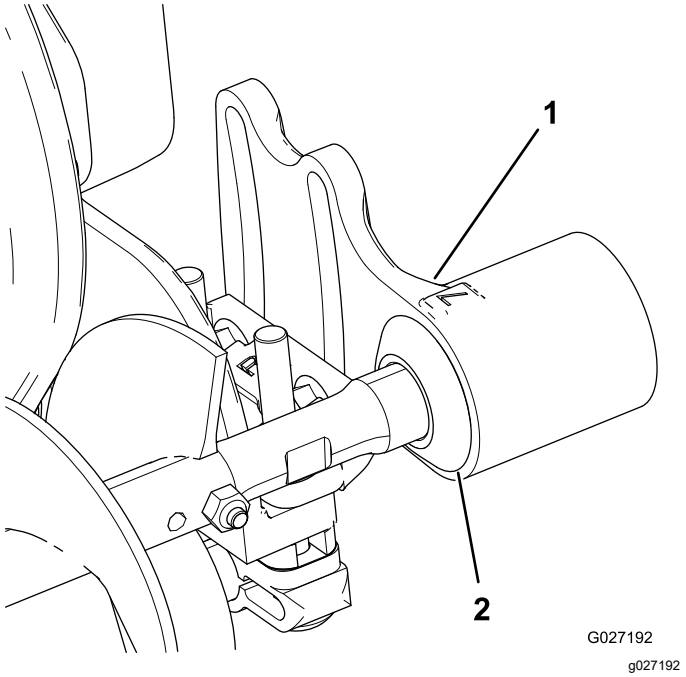

**Figur 11**
1. Skjut alla uteстängningstätningar utåt tills läpptätningarna har lätt kontakt med alla lagerhus (Figur 11).